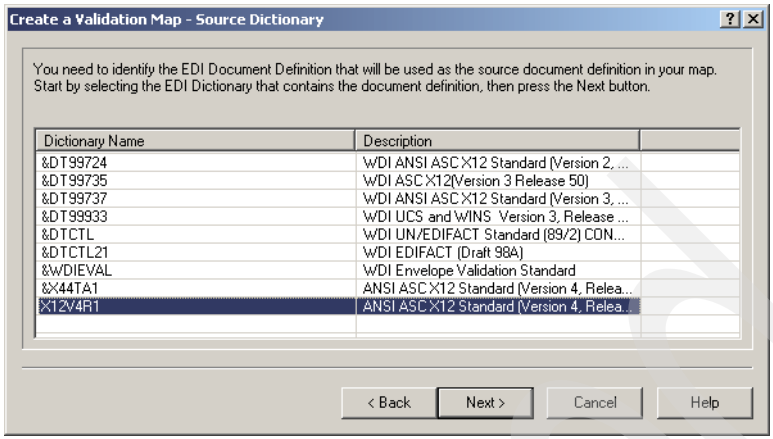

Figure 18-36 Source dictionary
4. In the Source Dictionary window (Figure 18-36 on page 614), select **X12V4R1** as the source dictionary for our new validation map. Click **Next**.